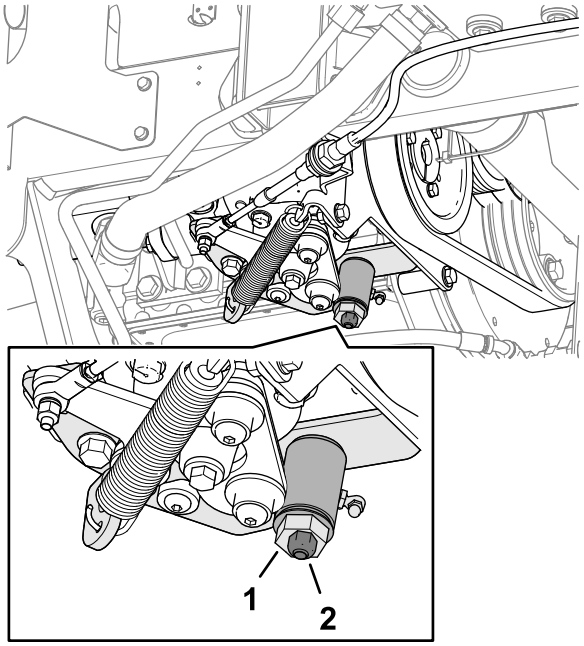

Rysunek 80
3. Odkręć nakrętkę kontrującą na krzywce regulacji jazdy (Rysunek 80)